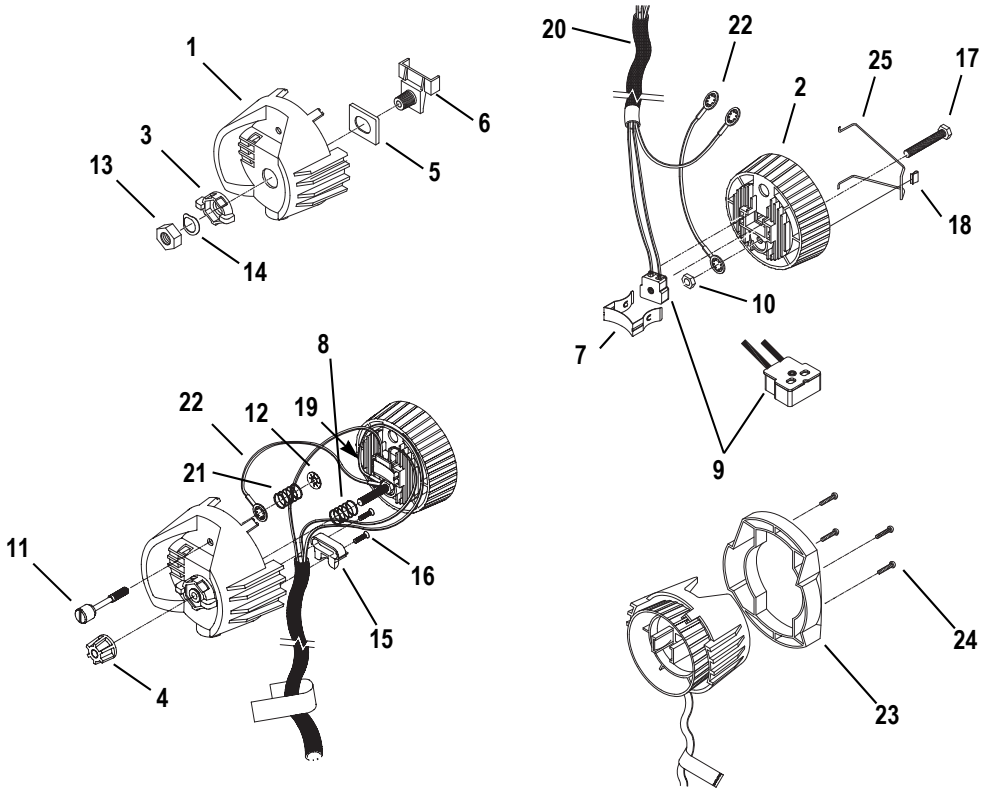
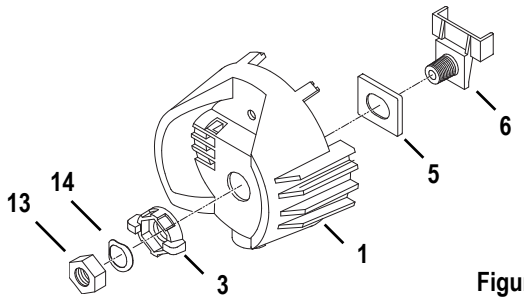
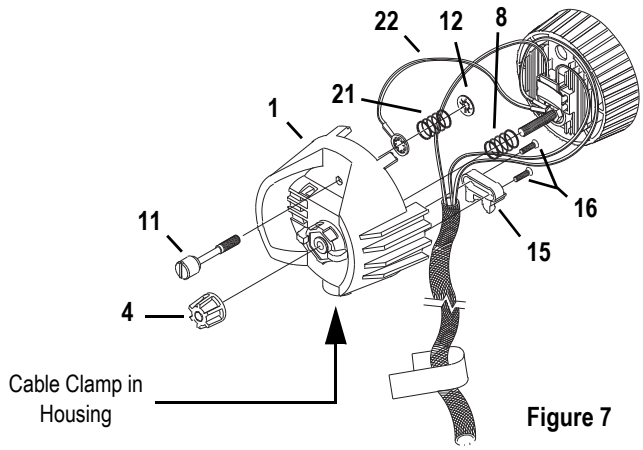
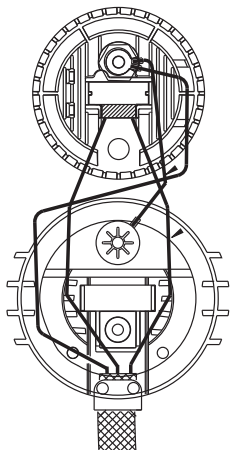

Figure 3
**Figure 6**
**Figure 7**
**Figure 8**
Step 16: Install the bushing cup (5) into the housing socket casting (1) as shown in *Figure 6*. The cup should slide smoothly up and down, but not side to side.
Step 17: Insert the threaded end of the index hub (6) through the holes in the bushing cup and the back of the housing socket casting (1).
Step 18: Slide the X-Y knob (3) over the exposed index hub bolt (6), then insert the wave washer (14) on the bolt and secure with the 9/16 hex nut (13). Hand tighten the X-Y knob (3).
Step 19: Insert the knurled head screw (11) through the housing socket casting (1) as shown in *Figure 7*.
Step 20: Install the shorter green ground wire (22) onto the screw. The prongs on the crimped connector should be toward the casting.
Step 21: Install the ground spring (21) onto the screw and secure it with the Southco flat retaining ring (12). Install the Southco ring with its prongs away from the casting.
**Note:** *Use pliers to straighten the Southco retaining ring (12) if it bends when you install it on the bolt.*
Step 22: Lay the leads in the bottom half of the cable clamp (located in the housing socket casting [1]), making sure that the fiberglass sleeving extends slightly past the screw holes in the housing socket casting. Install new sleeving if necessary. Then, route the wires as shown in *Figure 8*.
Step 23: Install the top half of the cable clamp (15) and secure it with the two screws (16). Tighten the screws alternately to ensure a solid connection.
Step 24: Using the four screws (24), attach the handle (23) to the lamp socket assembly. See *Figure 3*.
Step 25: Place the compression spring (8) on the protrusion on the inside of the index hub (6).
Step 26: Insert bolt (17) through spring (8) and through the index hub (6) of the housing socket (1), joining the two castings. Make sure wires are not pinched between the two pieces.
Step 27: Before proceeding, check again to make sure the wires are still positioned as indicated in Figure 6. Adjust if necessary.
Step 28: Press the two castings together firmly so the bottom of the light baffle (2) sits on top of the cable clamp (15), then install the X-Y lampset (3) and Z lamp knob (4). Hand tighten the knob all the way to the right.